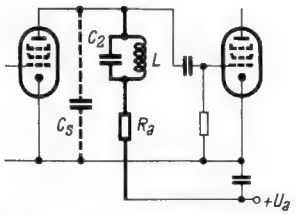
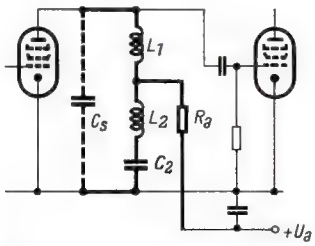

Bild 4. Anhebung der oberen Grenzfrequenz durch L und C_2, Prinzipschaltbild. Bemessung siehe (14)
Bild 5. Anhebung der oberen Grenzfrequenz durch L_1, L_2 und C_2. L_1 und L_2 sind nicht miteinander gekoppelt. Bemessung siehe (15)
3. Bemessung der Schaltungen Bild 4 und Bild 5
Für die Schaltung Bild 4 ist zu wählen:
Für die Schaltung Bild 5 ist zu wählen: